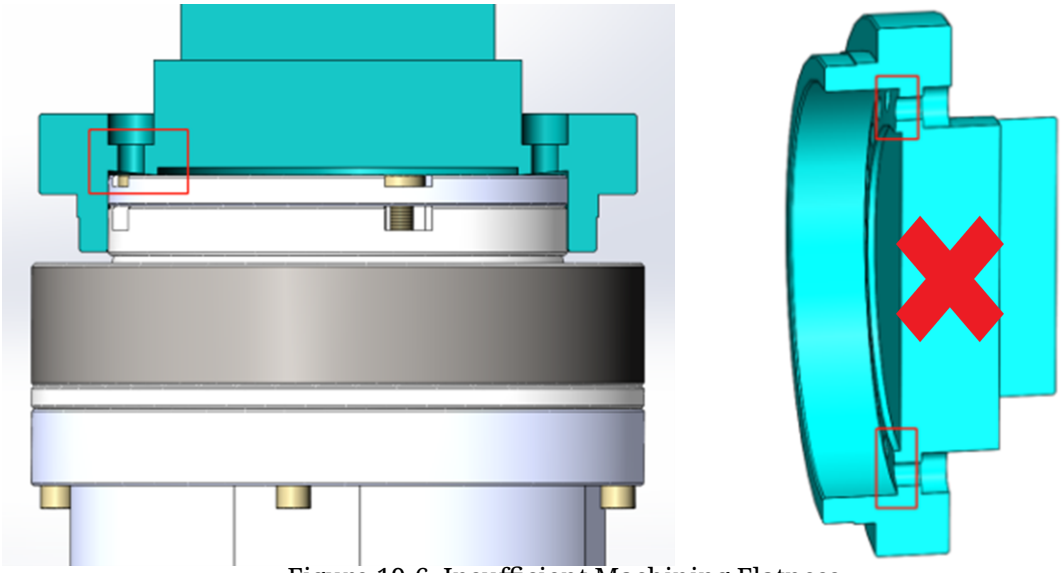

Figure 19-6 Insufficient Machining Flatness
(4) The flatness is out of tolerance due to poor processing. As shown in Figure 19-6.